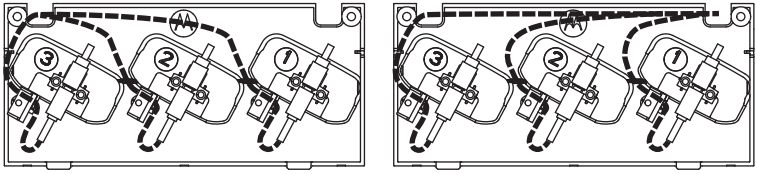

Figure 12 : Disposez le câble USB en fonction de l'emplacement de sortie du câble.
3. Branchez le câble de programmation à la prise USB sur le logement de charge inférieur et disposez le(s) câble(s) comme dans la Figure 12.